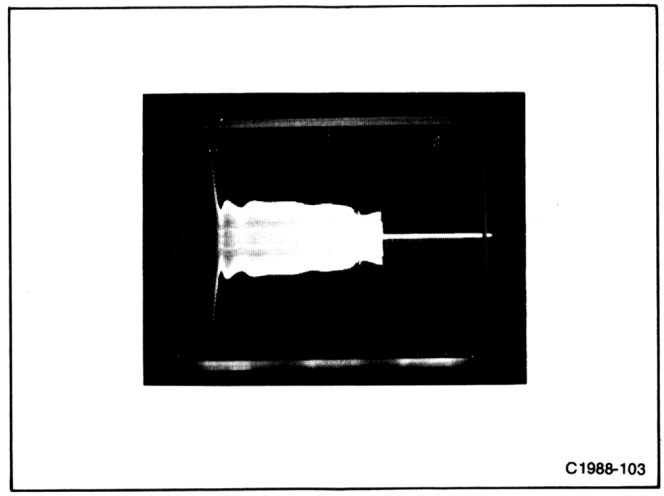

**Figure 4-5. Current waveform at A23T30 showing burst operation at line voltage of about 60 V.**
4. If the R7103 continues in the pulse mode or keeps blowing line fuses, check the current waveform through T30 on the A23 Inverter Board. To do this, first repeat part 1 of this step. Then connect a current probe from the test oscilloscope to the gray lead that passes through toroid transformer T30. Set the test oscilloscope for a vertical deflection factor of about 1 volt/division and a horizontal sweep rate of 2 milliseconds/division. Connect the R7103 power-cord plug to the variable transformer which is set for 0 volt. Turn the R7103 on and slowly increase the variable autotransformer's output to about 60 volts. Check for a burst waveform on the test oscilloscope (similar to that shown in Fig. 4-5).